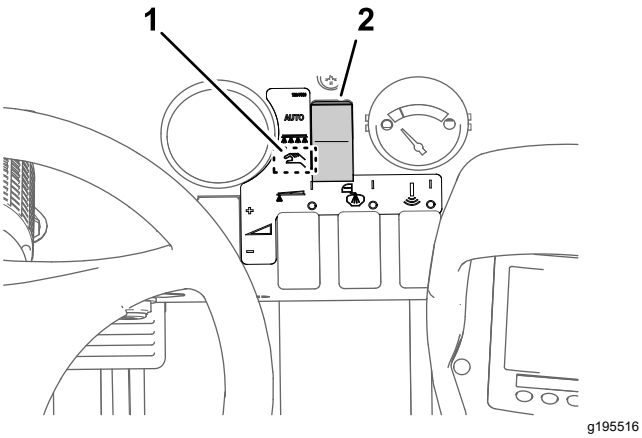

**Figur 41**
2. Ange manuellt läge med hjälp av sprutlägesknappen (Figur 41).